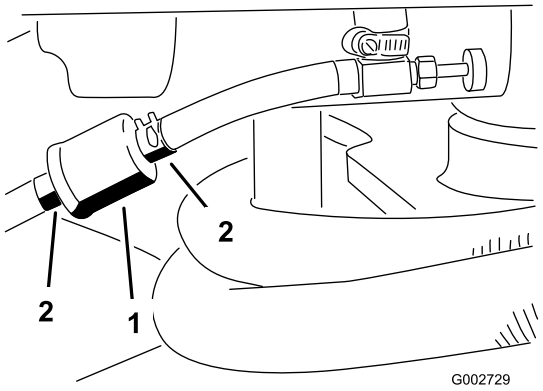

**Figur 29**
1. Luk brændstofafbryderventilen, løsn slangeklemmen på karburatorsiden af filteret, og fjern brændstofledningen fra filteret (Figur 29).